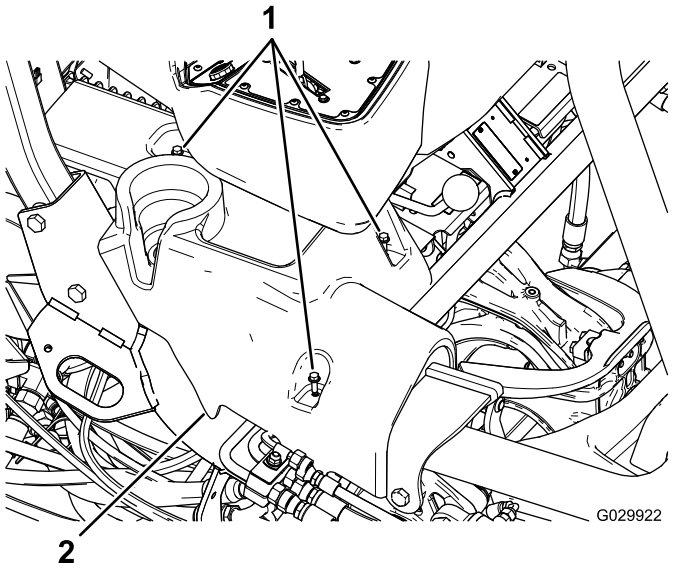

Figura 1
4. Retire os dois parafusos de cabeça flangeada que fixam as consolas esquerda e direita e retire as consolas (Figura 1).